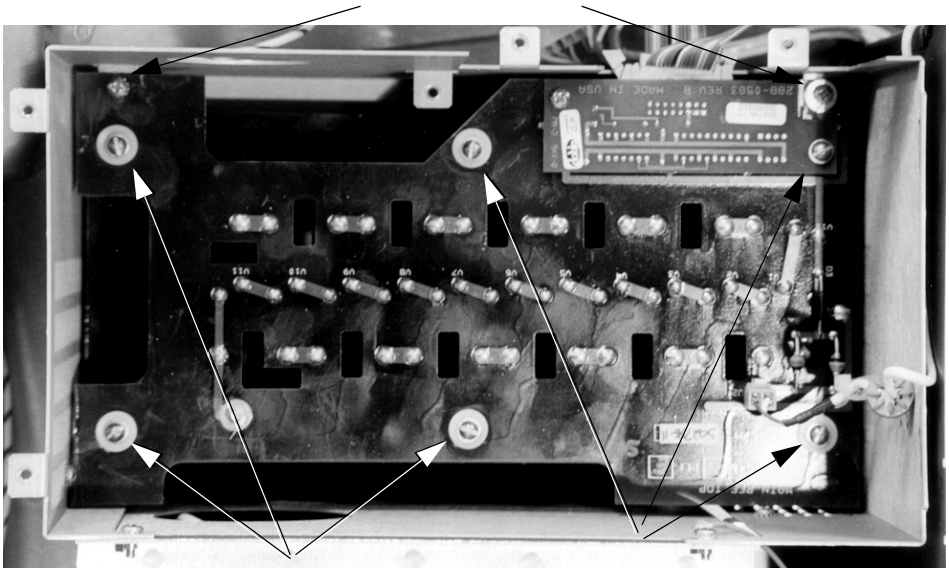

Figure 4.38 Main Reference Assembly, Screw Locations
4. Remove two screws, one in each front corner of the Main Reference Assembly (Figure 4.38), using a Phillips-head screwdriver. Some older units have three screws to be removed.
5. Remove six screws, along with internal lock washers and flat washers, using a flat-blade screwdriver. These screws are located on the perimeter of the board (Figure 4.38).